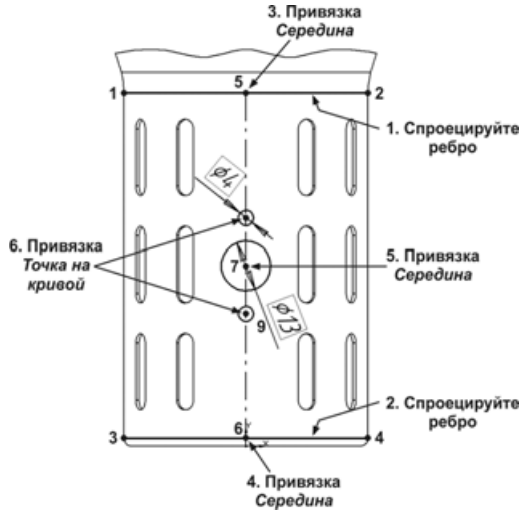

Рис. 5.220
- Создайте новый эскиз на горизонтальной плоскости. Установите для модели ориентацию **Сверху** и режим отображения **Без невидимых линий**. Увеличьте участок модели, как это показано на рис. 5.220.
- С помощью команды **Операции | Спроецировать объект** постройте в эскизе отрезки 1-2 и 3-4 как проекции соответствующих ребер (рис. 5.220). Измените стиль этих отрезков с **Основная** на **Утолщенная**.